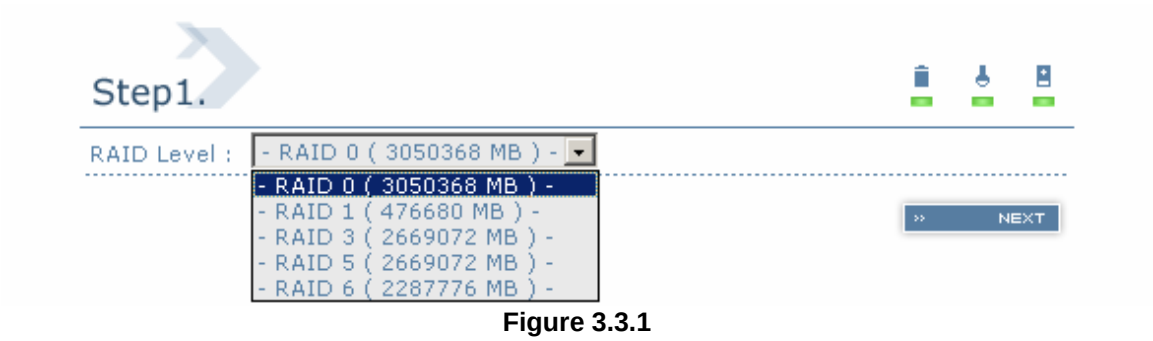

Figure 3.3.1
Step 1: Select **"Quick install"** then choose the RAID level to set. Please refer to Figure 3.3.1. After choosing the RAID level, click " NEXT ", it will be linked to another page required to set up the "Bus ID" / "SCSI ID" / "LUN".